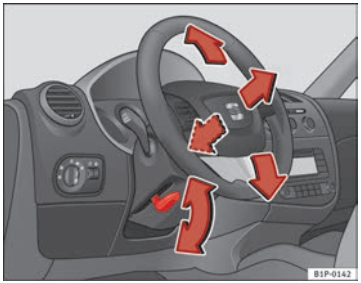

Fig. 114 Adjusting the steering wheel position
– Push the lever under the steering column ⇒ fig. 114 down ⇒ ⚠.